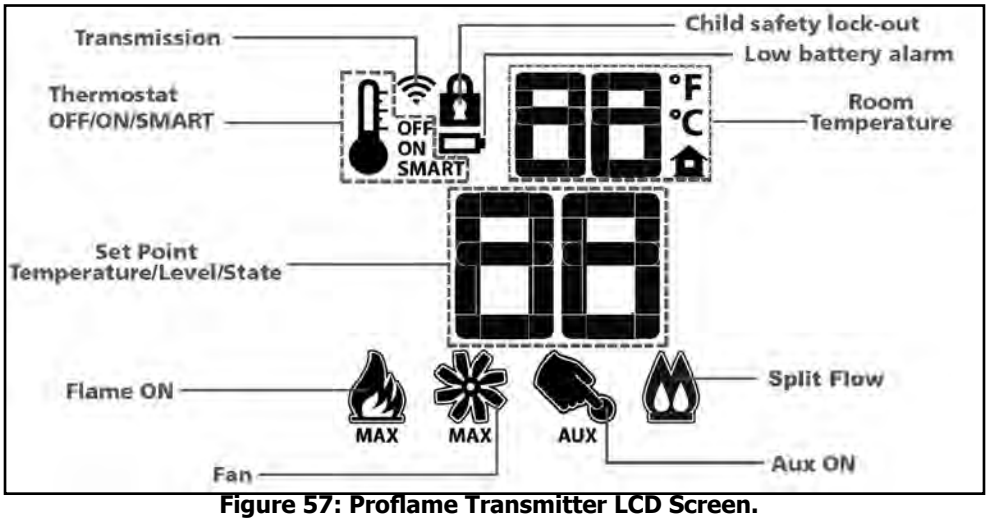

Figure 57: Proflame Transmitter LCD Screen.
Install the four (4) AA batteries into the receiver battery bay. Note the polarity of the battery and insert into the battery bay as indicated on the Battery cover (+/-). Place the 3-position slider switch in the "Remote" position (see Figure 57). Using the end of a paper clip, or other similar object, insert the end of the paper clip into the hole marked "PRG" on the Receiver front cover (see Figure 57).